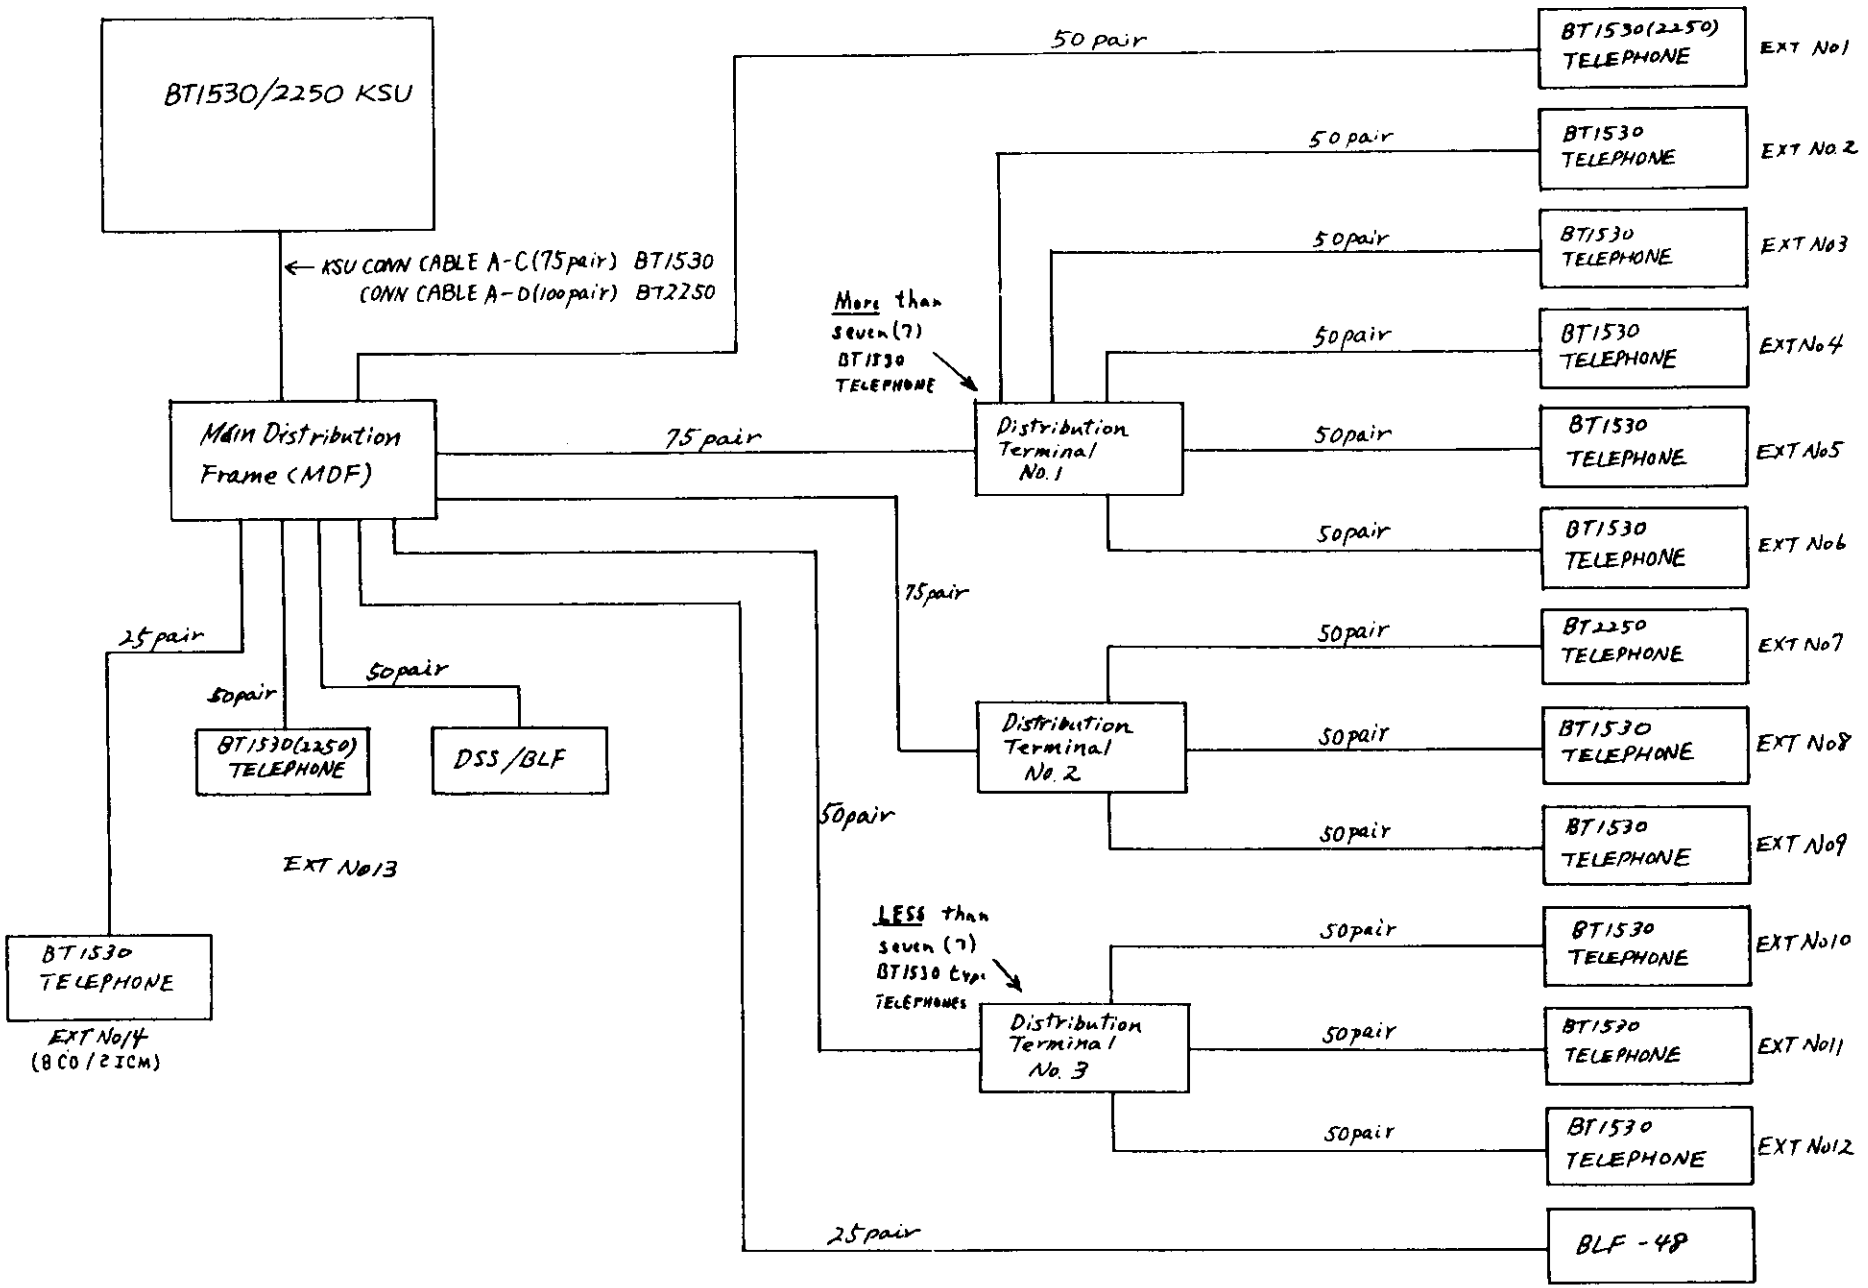

Figure 1 Typical Modified "Cartwheal" Cable Distribution System
6.06 Figure 1 illustrates a typical "modified cartwheel" distribution system. Shown are typical cable requirements for each feature as well as cable requirements for Distribution Terminals.